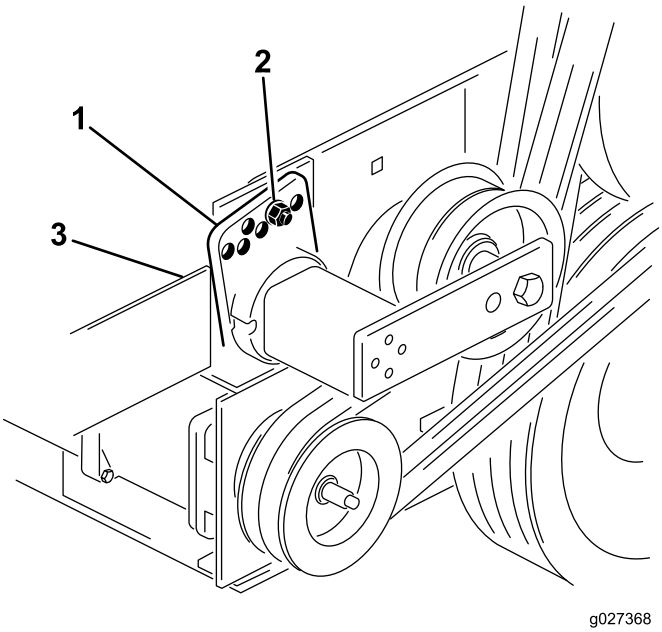

Figur 14
3. Lätta på remspänningen genom att ta bort skruven och muttern som håller fast spännstyrningen på drivenheten (Figur 14).